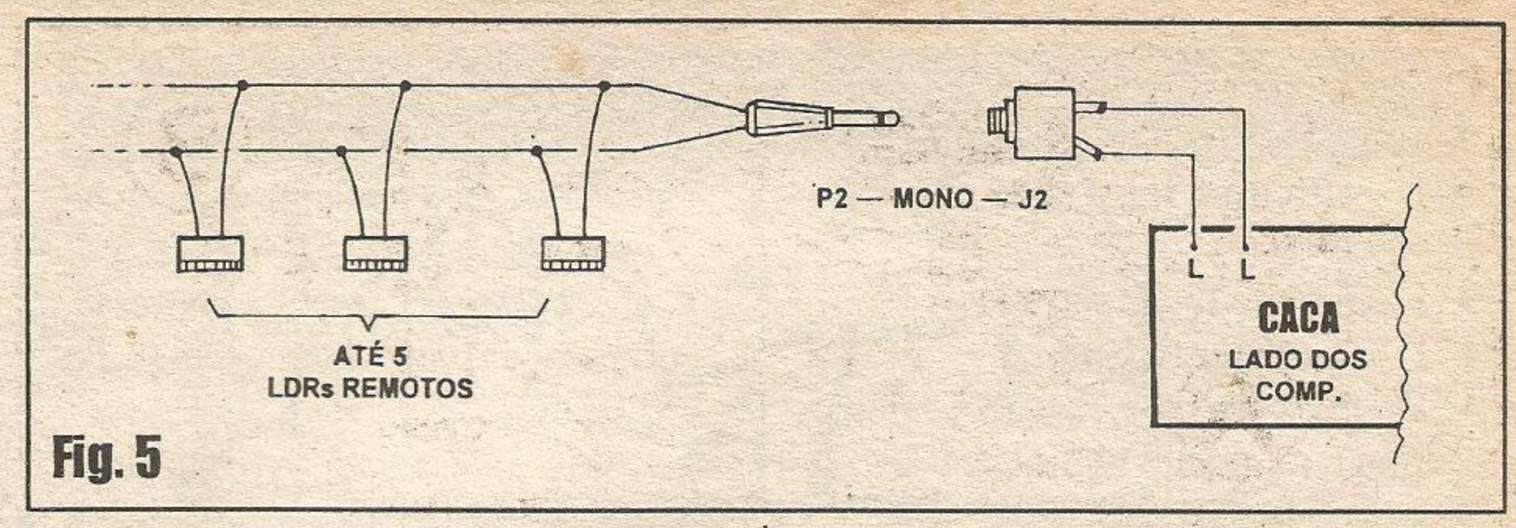

Fig. 5
**- FIG. 5 - DETALHES DA (OPCIONAL...) UTILIZAÇÃO DE MÚLTIPLOS SENSORES REMOTOS... -** Embora tecnicamente desenvolvido para utilização básica de *um* LDR no sensoreamento, o circuito do **CACA** aceita, muito bem, o *paralelamento* de vários foto-resistores (até um total de **5**, que nas nossas verificações de laboratório, mostraram funcionamento perfeito...), com o que áreas ou ambientes bem maiores, e até distintos, poderão ser ampla e simultaneamente controlados...! Nesse caso, o diagrama sugere e indica as ligações e modificações: aos pontos **L-L** da placa ligam-se (com pequenos pedaços de cabinho isolado...) os terminais de um convencional *jaque* J2 mono... A linha paralela, comportando os até 5 LDRs, deve ser conectada ao circuito-mãe do **CACA** através de um conveniente *plugue* P2 mono, o que torna a instalação bastante fácil, prática e *limpa*... Os sensores múltiplos remotos, na prática, poderão ficar até muitos metros distantes da placa-mãe, porém em cabagens demasiado longas, recomenda-se o uso de condutor estéreo blindado, utilizando-se os dois fios isolados internos para as conexões aos LDRs, e ligando-se a *malha* de terra do dito cabo estéreo à linha do **negativo** da alimentação do **CACA** (nessa circunstância, será mais lógico o uso de *jaque/plugue* estéreo, devido à conveniência das *três* ligações...).
circuito, formando uma unidade autônoma e completa (admite, é claro, variações ou adequações diversas...). No caso, o circuito poderá ser alimentado com pilhas ou pequena bateria (internas à caixa), com o que um pequeno interruptor lateral dará conta do *liga-desliga* do dispositivo... Se for usado com sensores múltiplos, basta substituir o LDR *residente* pelo mencio nado *jaque* J2 de ligação da linha paralela de sensores, conforme diagramado na **FIG. 5**...